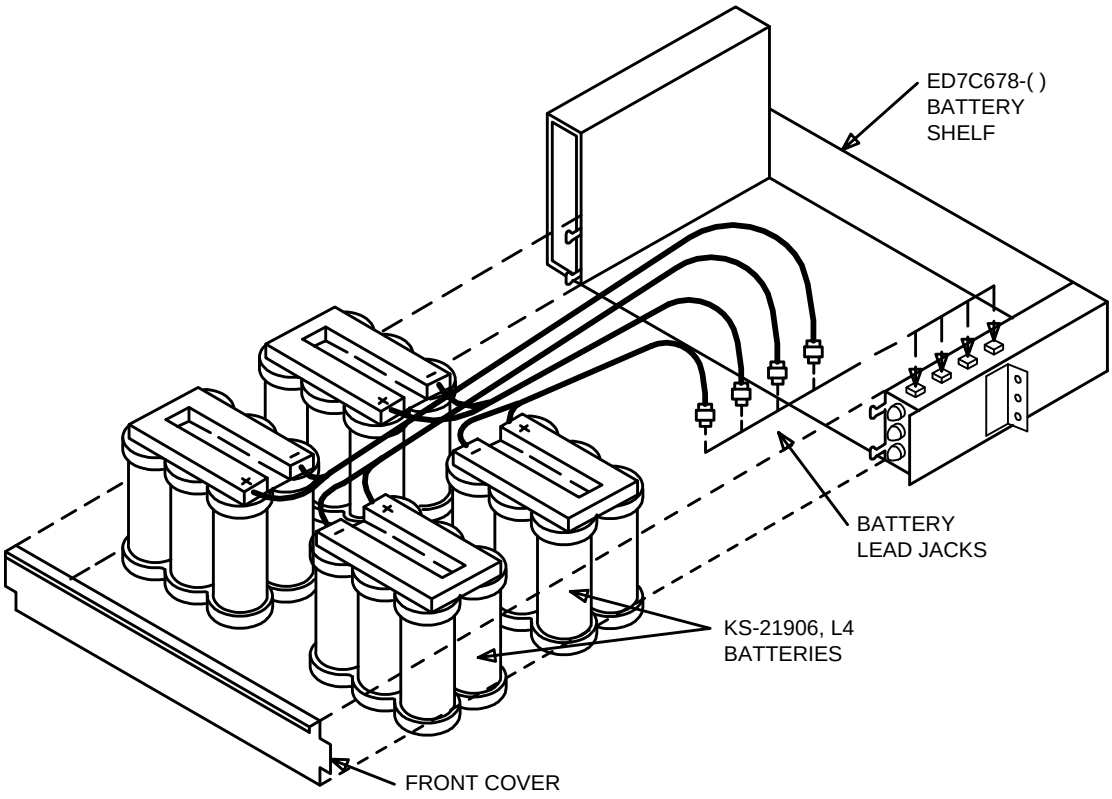

**Figure 2 – Battery Placement and Connections**
5. Place batteries on battery shelf and dress battery cables as each battery pack is placed on shelf (Figure 2).